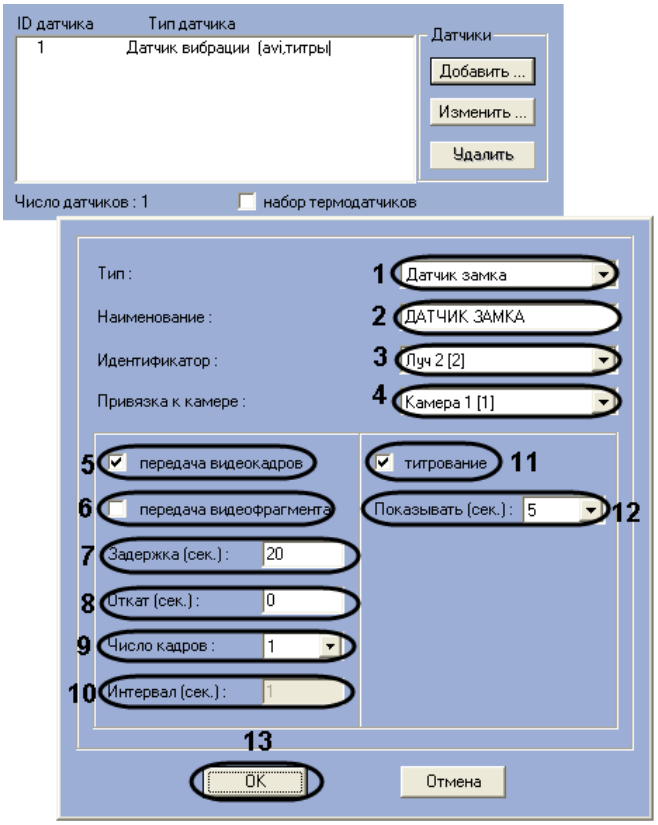

Рис. 5.4—8 Настройка датчика
3. Из раскрывающегося списка **Тип** выбрать тип датчика из перечисленных в начале раздела шестнадцати датчиков (см. Рис. 5.4—8, 1).